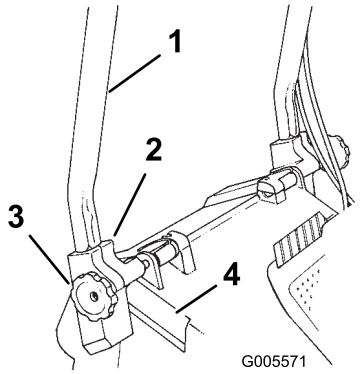

Figuur 3
1. Draai de knoppen op de bevestigingsbeugels los (Figuur 3).
3. Schuif de uiteinden van de handgreep in de gaten van de bevestigingsbeugels tot de uiteinden zich volledig in de beugels bevinden (Figuur 3).
4. Draai de handgreep en de bevestigingsbeugels naar achteren totdat de beugels stevig vastzitten in de uitsparingen in de behuizing (Figuur 3).